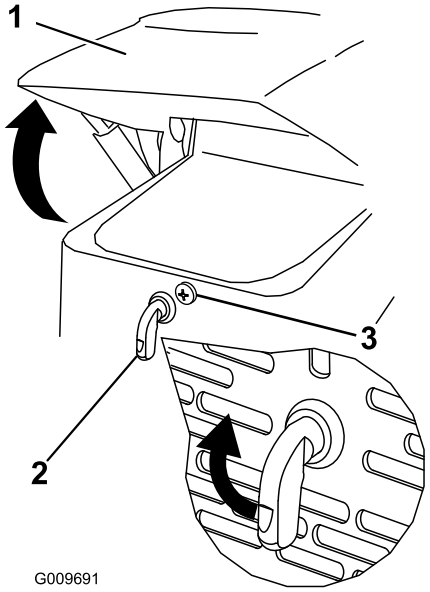

Figur 26
1. Lossa huvens låsskruv (Figur 26)
2. Vrid motorhuvsspärren medurs (Figur 26).
3. Sväng upp huven (Figur 26).
3. Dra åt huvens låsskruv och fäst spärren (Figur 26).